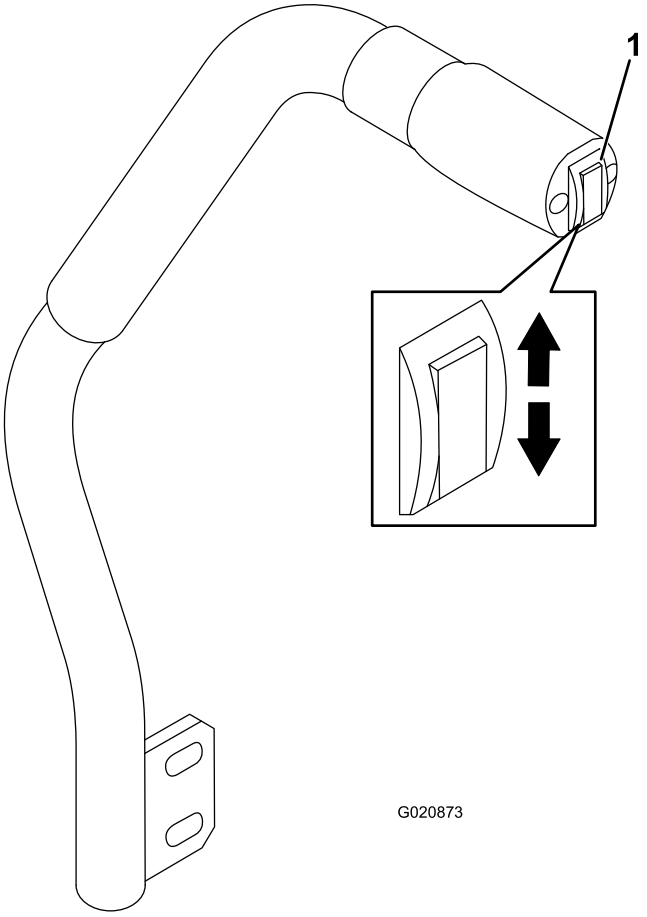

Figuur 24
Met de hefschakelaar kunt u het maaidek omhoog brengen en neerlaten (Figuur 24). De motor moet lopen om deze hendel te kunnen bedienen.
- Om het maaidek neer te laten, duwt u de hefschakelaar naar beneden (Figuur 24).
- Om het maaidek omhoog te brengen, duwt u de hefschakelaar naar boven (Figuur 24).
1. Laat de motor lopen, druk de hefschakelaar naar boven totdat het maaidek volledig is opgeheven, en **laat de schakelaar dan onmiddellijk los** (Figuur 24).